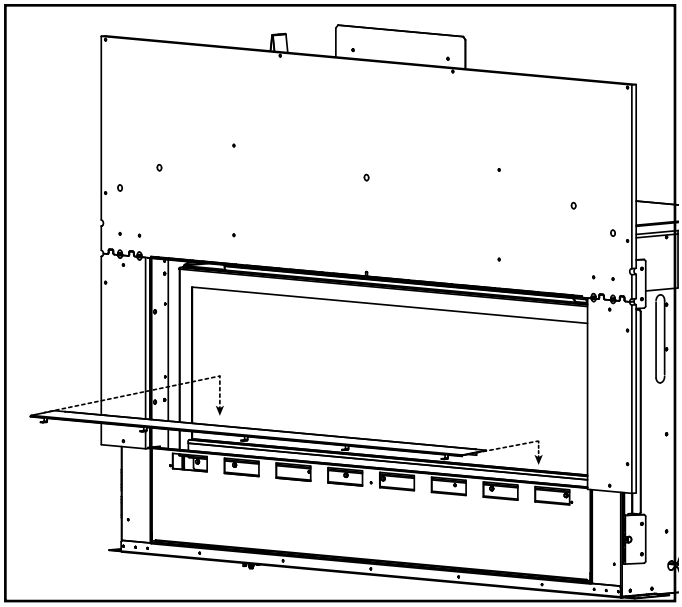

**Figure 8. Install Bottom Glass Shield**
14. Install bottom glass shield between glass and glass frame. See Figure 8.